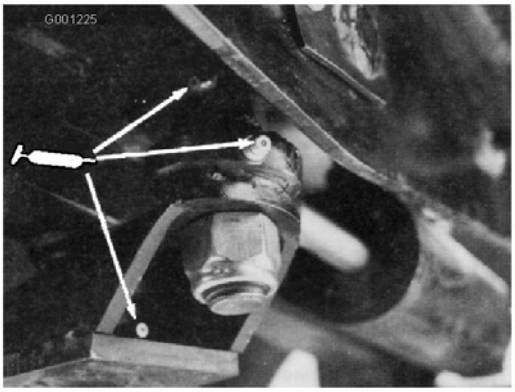

Figure 42
- Bagues de plaque de direction (Figure 42)
- Bague d'axe de fusée (Figure 42)